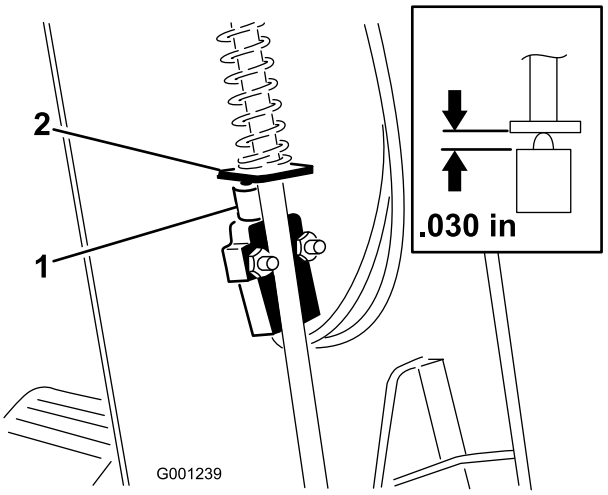

Figur 76
3. Skjut upp kåpan längs med styraxeln för att exponera parkeringsbromsbrytaren (Figur 76).
5. Rikta in parkeringsbromsspakens paddel med brytarkolven (Figur 76).
6. Tryck ner parkeringsbromsstången och tryck upp brytaren tills brytarkolvens sammanpressade längd är 0,7 mm (Figur 76, infogad bild).